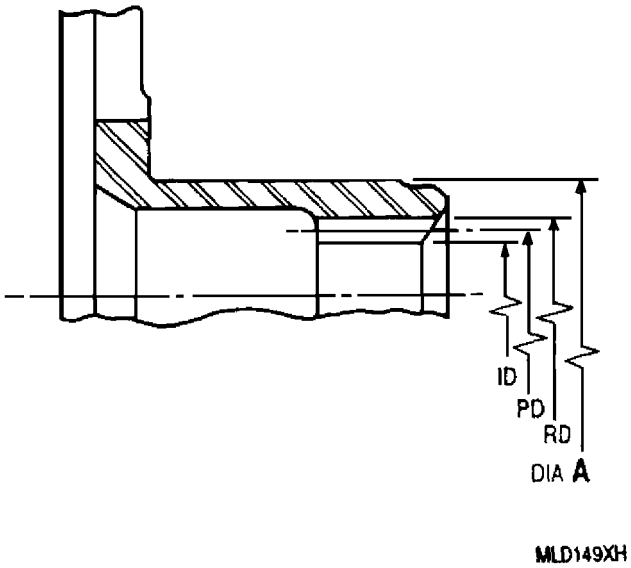

Figure 1. Compressor Side Gear − Internal Spline Repair
7. COMPRESSOR SIDE GEAR − INTERNAL SPLINE REPAIR (figure 1).
g. Inspect spline (figure 1) as follows:
(1) PD of spline shall be concentric with PD of gear and bearing journal within 0.002 in. FIR.
(2) PD of spline shall be within 0.490−0.510 in.
(3) RD of spline shall be within 0.561−0.541 in.
(4) ID of spline shall be within 0.469−0.474 in.